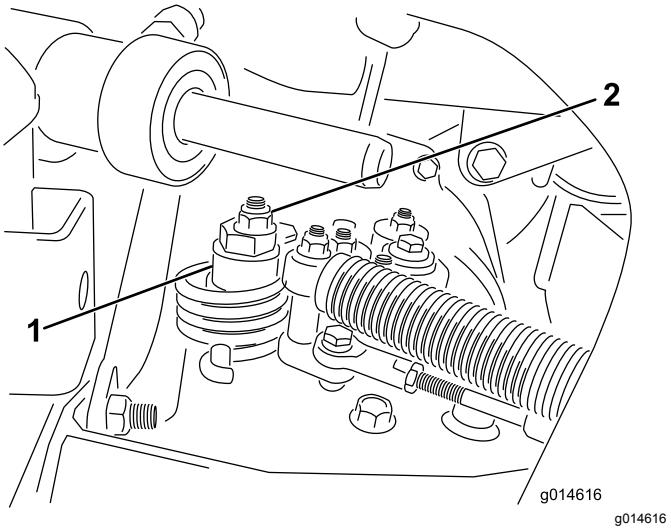

**Figuur 38**
A. Draai de moer los waarmee de excentriek is bevestigd aan de bovenkant van de hydrostaat (Figuur 38).
C. Draai aan de excentriek totdat de machine niet meer naar voren of naar achteren kruipt. Als het wielen niet meer draaien, zet u de moer vast waarmee de excentriek en de afstelling worden geborgd (Figuur 38). Controleer de instelling met de gashendel op LANGZAAM en op SNEL.